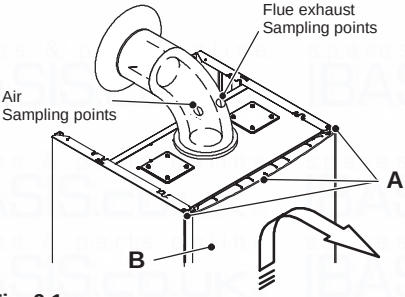

Fig. 9.1
- Loosen the three screws A(Fig. 9.1).
If it is necessary to carry out a combustion analysis remove the plugs indicated in Fig. 9.1.